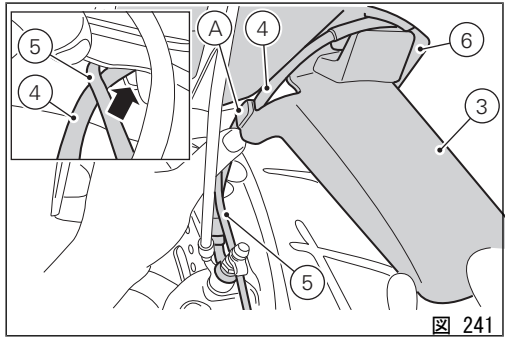

図 241
フロントセミマッドガードキット (3) をフロントマッドガード (6) に配置します。このとき、フロントブレーキホース (4) とフロントフォニックホイールケーブル (5) を図 (図 241) のように取り付けます。